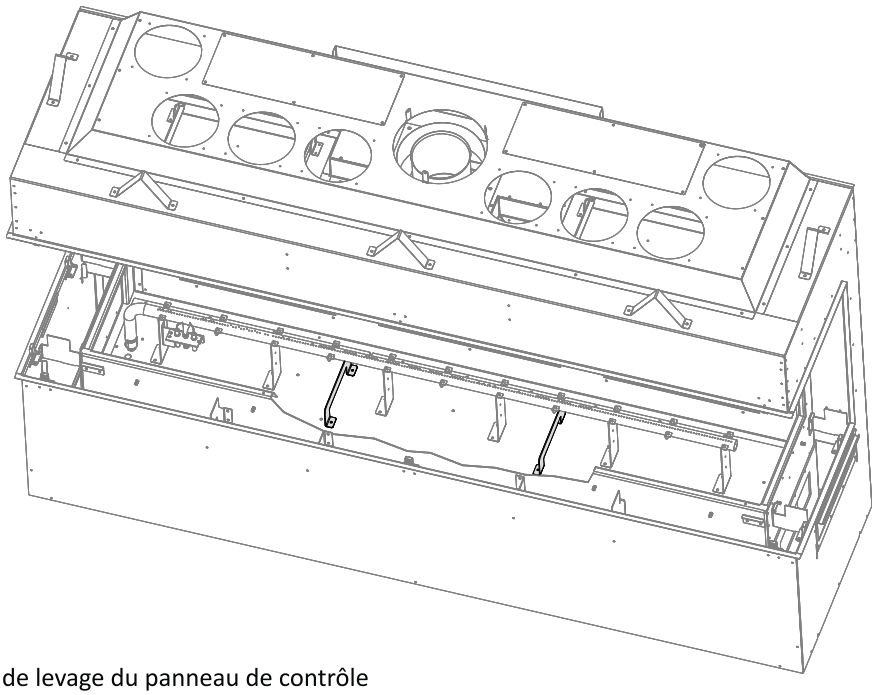
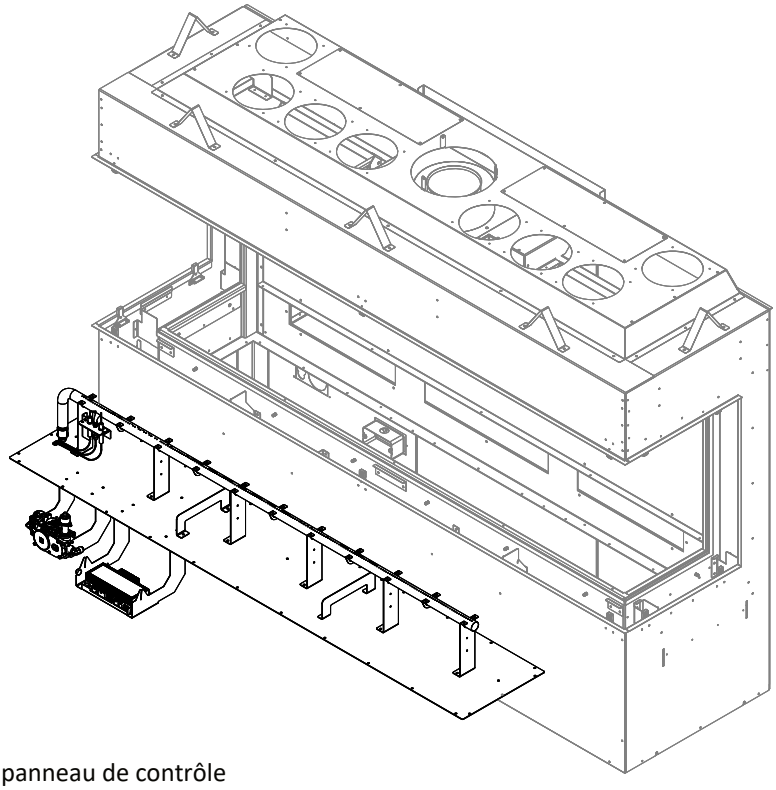

Figure 4.16 - Poignées de levage du panneau de contrôle
Figure 4.17 - Retrait du panneau de contrôle
5. Retirez les (24) vis à métal qui retiennent le panneau de contrôle au bas de la chambre de combustion. Figure 4.17.
6. Repérez d'abord les deux poignées de levage près du centre du panneau de contrôle. Figure 4.16. En soulevant pour retirer le panneau de contrôle, vous devrez l'incliner vers vous pour que la valve de gaz et le module de contrôle puissent pivoter dans l'ouverture. Soulevez le panneau de contrôle pour accéder à l'espace sous le panneau de contrôle. Figure 4.17.